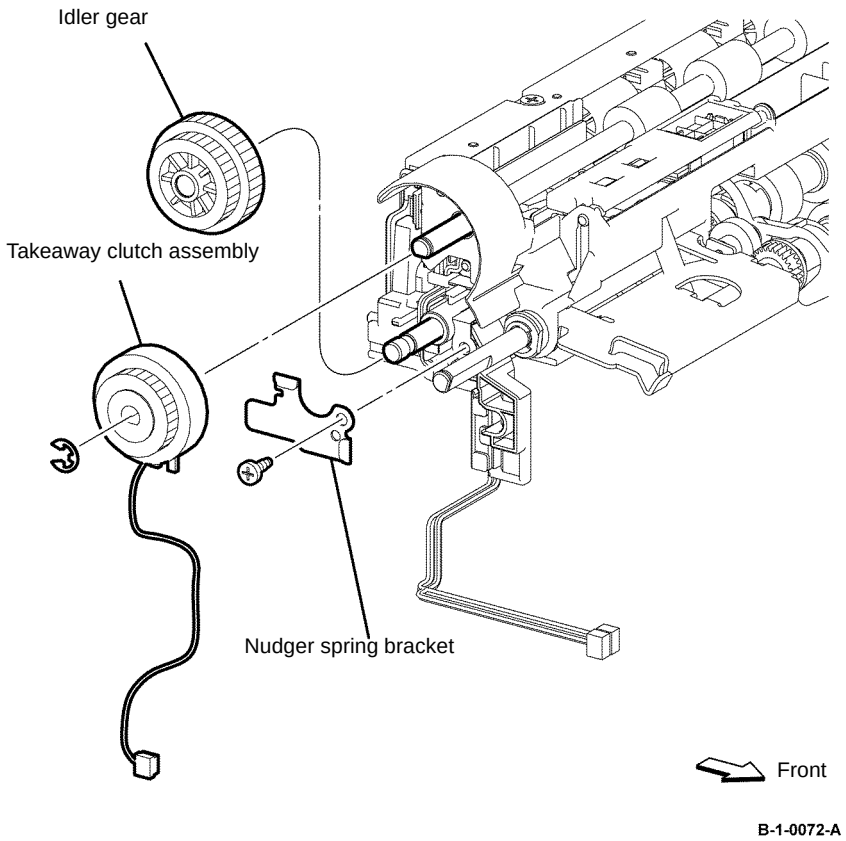

Figure 1 Option Feeder takeaway clutch assembly removal
4. Remove the idler gear and remove one screw (silver, tapping, 8mm) that fixes the nudger spring bracket, then remove the nudger spring bracket, Figure 1.
5. Remove the E-ring, then remove the takeaway clutch assembly, Figure 1.